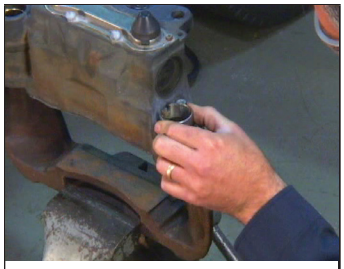

Figure 79 – Position the New Bushing
5.6.26 Place the new bushing (6) in position so that **when drawn into position, the tab will align with the slot in the casting**. With the tab aligned, place tool (T14) over the bushing and tap lightly. To position the bushing, *see Figure 79.*